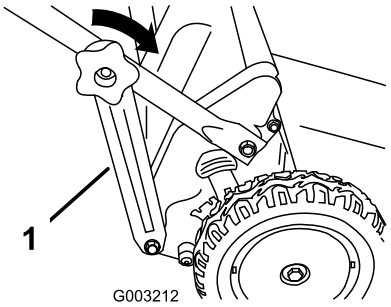

Figuur 6
5. Bevestig de beugels van de handgreep (Figuur 6) aan de zijkanten van de onderste handgrepen.